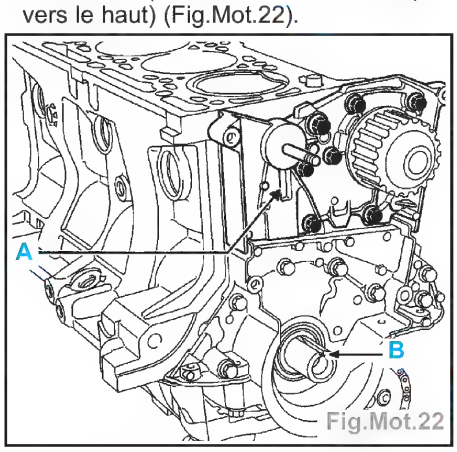

Fig.Mot.22
- Vérifier que le vilebrequin soit bien en appui sur la pige de Point Mort Haut **Mot. 1489** (la rainure B du vilebrequin vers le haut) (Fig.Mot.22).
- Veiller lors de la repose du galet tendeur à ce que l'ergot du galet soit correctement positionné dans la rainure (A) (Fig.Mot.22).